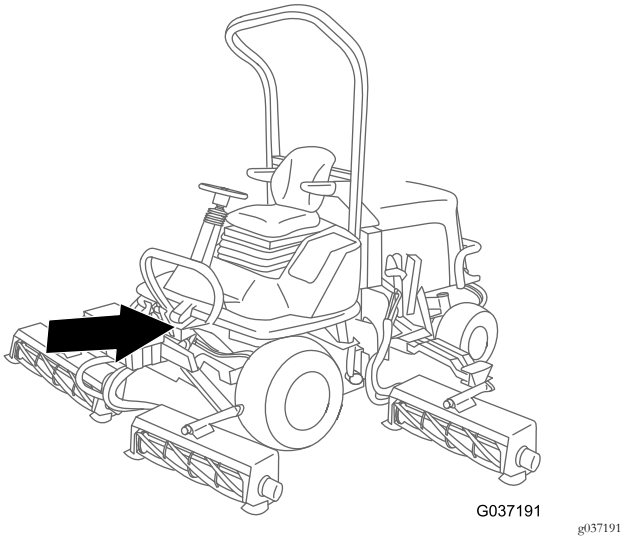

Figura 21
3. Disponete la diramazione del cablaggio con il morsetto ad anello verso l'avvisatore acustico nella parte anteriore della macchina, sotto la piattaforma del sedile (Figura 21).